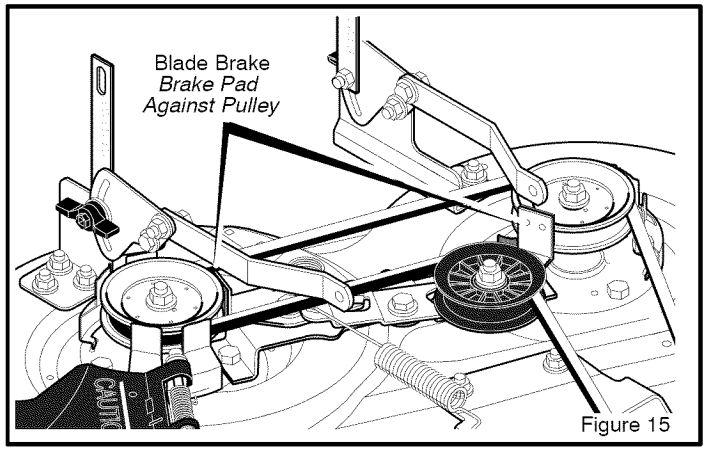

Figure 15
8. Move the **blade rotation control** to the **DISENGAGE position.** Stop the engine. Disconnect the wire from the spark plug. Check the operation of the **blade brake**. Rotate the pulleys with your hand. Make sure the **brake pads** are pressed tightly against the pulleys (Figure 15).